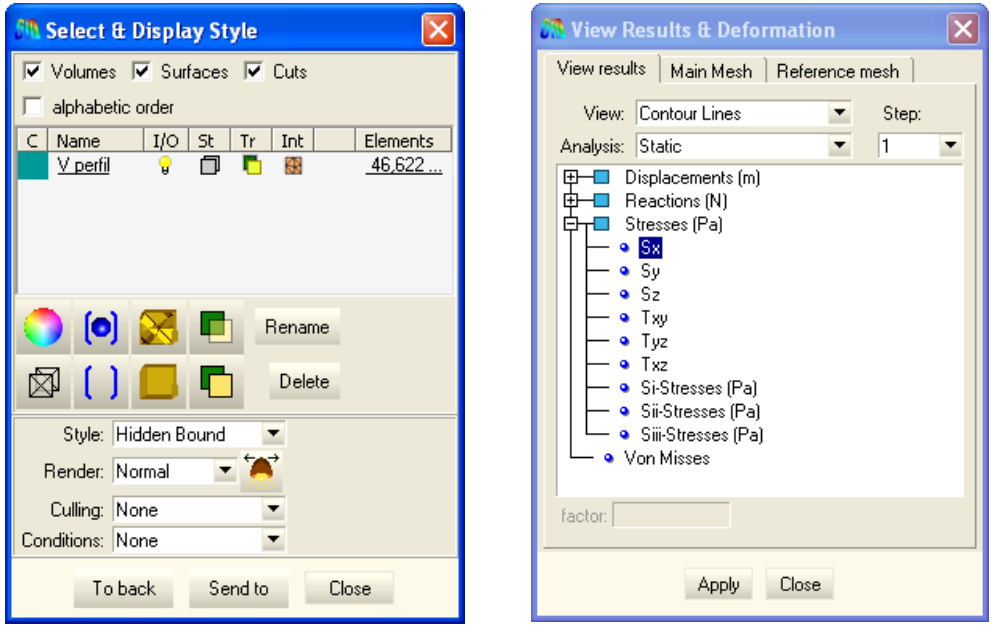

*Figure 27. The **View Style** and the **View Results** windows*
1. Choose **Windows→View Style**. A window labeled **Select & Display Style** appears in which the options for visualizing the geometry can be changed (see Figure 27). This window is composed of various menus, each characterizing some aspect of the visualization of the model. Options from all these menus can be combined to achieve a suitable visualization.
*The categories **Meshes**, **Sets** and **Cuts** are at the top of the window in Figure 27. For each category a color can be chosen using the **Color** option. Each one may be clicked **On** or **Off**[9], or deleted (**Del**).*